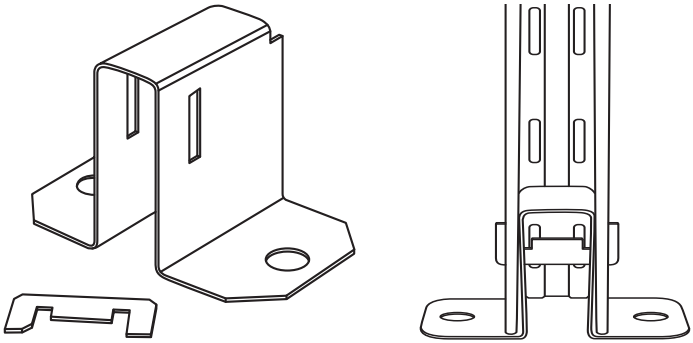

Рис. 18 Подпятник для крепления к полу
1. Крепление к полу с помощью подпятников в комплекте со скобой. Данный элемент необходим для крепления стеллажа к полу и предотвращения нежелательного перемещения. Установка подпятника в стойку производится без применения крепежа. Подпятник устанавливается в основание стойки и фиксируется скобой через перфорацию в стойке и подпятнике (рис. 18).